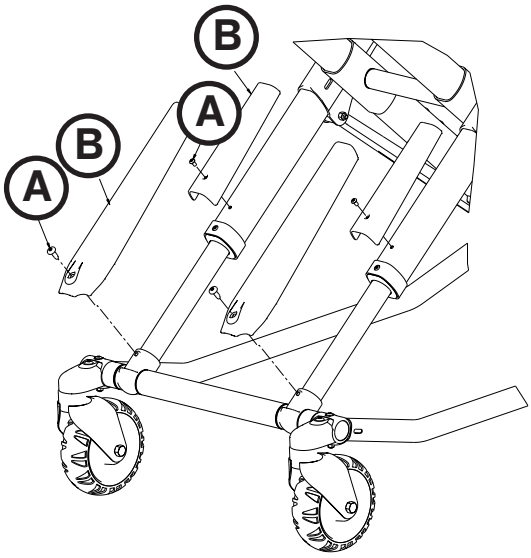

Figur 79
2. Med en T27 torxskruvmejsel tar du bort skruven med lågvälvt huvud (A) som fixerar X-ramskyddet (B) med det inre röret (se Figur 79).
4. Ta bort det yttre rörets X-ramsskydd och lägg det åt sidan för användning på det nya yttre röret (se Figur 79 på sidan 8-72).